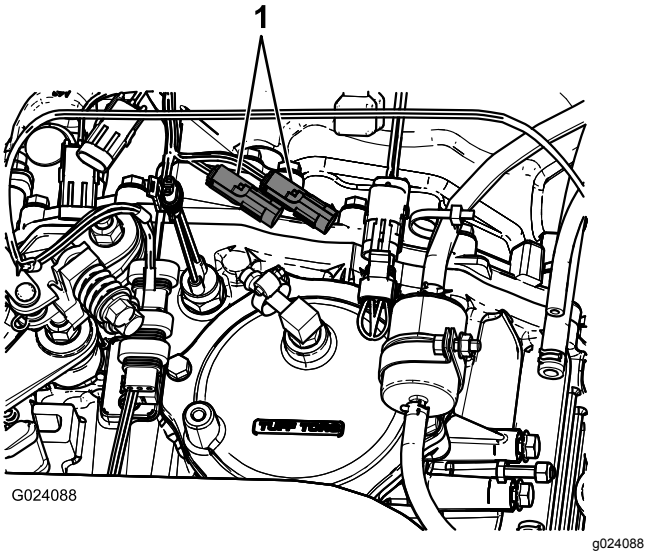

Figur 16
2. På maskinens gearkasse skal du slutte konnektoren med 3 ben, der sidder i maskinens ledningsnet til hastighedssensoren, til hastighedssensorens konnektor med 3 sokler, der sidder i sprøjtens ledningsnet (Figur 16).